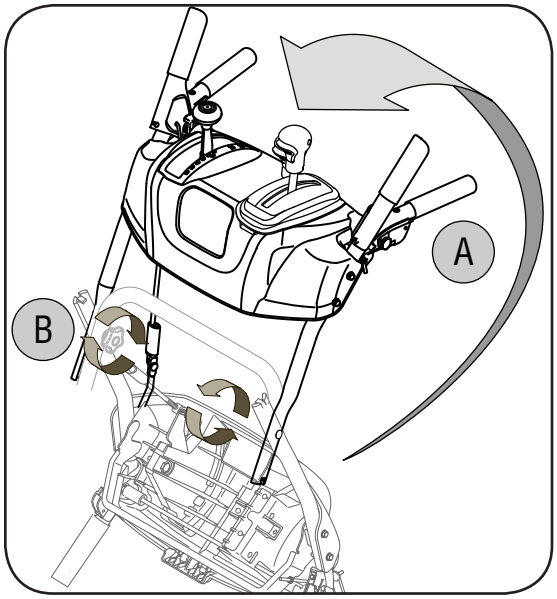

Figure 3-1
a. Redressez le guidon supérieur comme à la Figure 3-1. Alignez le guidon supérieur avec le guidon inférieur.